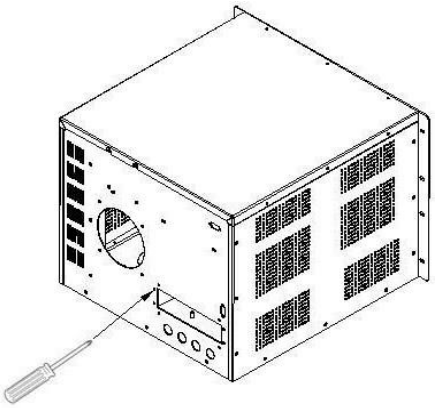

图 3.2
(1) 使用十字起子将 2 只螺丝卸下，如图 3.2 所示。